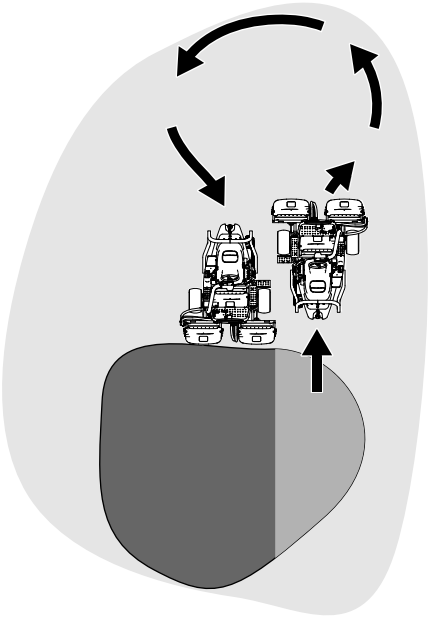

Figuur 33
6. U kunt de werktijd bekorten en de machine eenvoudiger voor de volgende maaibaan opstellen door de machine een ogenblik in de tegenovergestelde richting te draaien en daarna in de richting van het ongemaaide deel. Met zo'n druppelvormige bocht (Figuur 33) kunt u de machine snel in positie brengen voor uw volgende maaibaan.